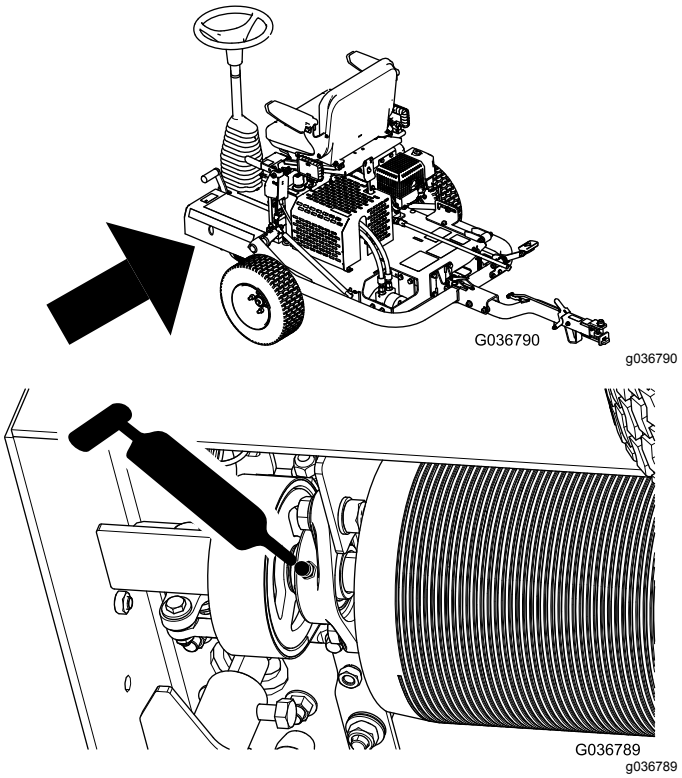

Figur 30
2. Pumpa in fett i smörjnippeln enligt Figur 30.